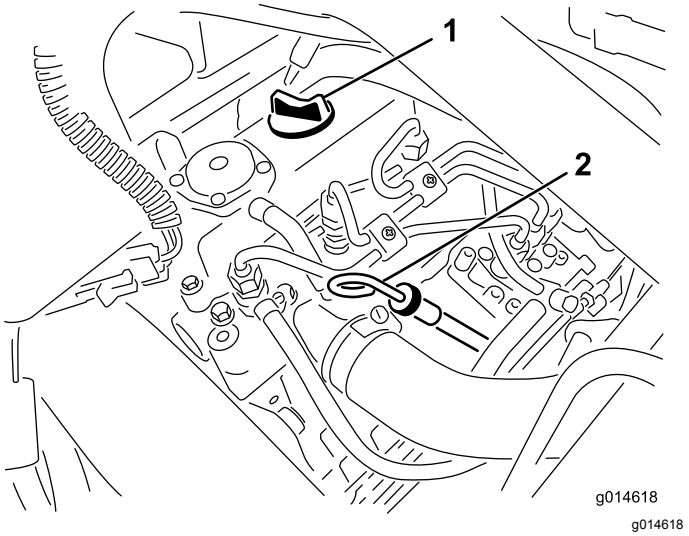

Рисунок 25
2. Выверните масляный щуп и протрите его чистой ветошью (Рисунок 25).